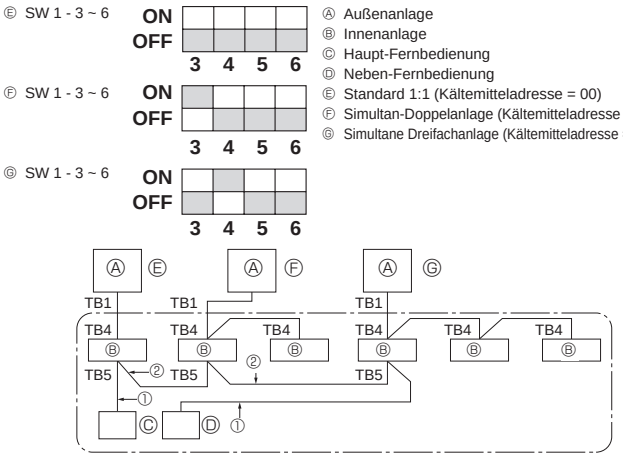

Fig. 9-1
① Schalten Sie die Anlage ein (Leistungsschalter).
② Stellen Sie nach dem Schließen des Gassperrventils den SWP-Schalter auf der Schalttafel der Außenanlage auf ON/EIN ein. Der Kompressor (Außenanlage) und die Ventilatoren (Innen- und Außenanlagen) beginnen zu arbeiten und der Kältemittelsammelvorgang setzt ein. LED1 und LED2 auf der Schalttafel der Außenanlage leuchten.
③ Da die Anlage sich automatisch etwa zwei bis drei Minuten nach dem Sammeln des Kältemittels ausschaltet (LED1 und LED2 leuchten), stellen Sie sicher, daß das Gassperrventil unverzüglich geschlossen wird. Wenn LED1 und LED2 leuchten und die Außenanlage ausgeschaltet ist, öffnen Sie das Flüssigkeitssperrventil vollständig, und wiederholen Sie dann nach Ablauf von drei Minuten Schritt ②.
④ Unterbrechen Sie die Stromversorgung (Leistungsschalter).
9. Kontrolle des Systems (Fig. 9-1)